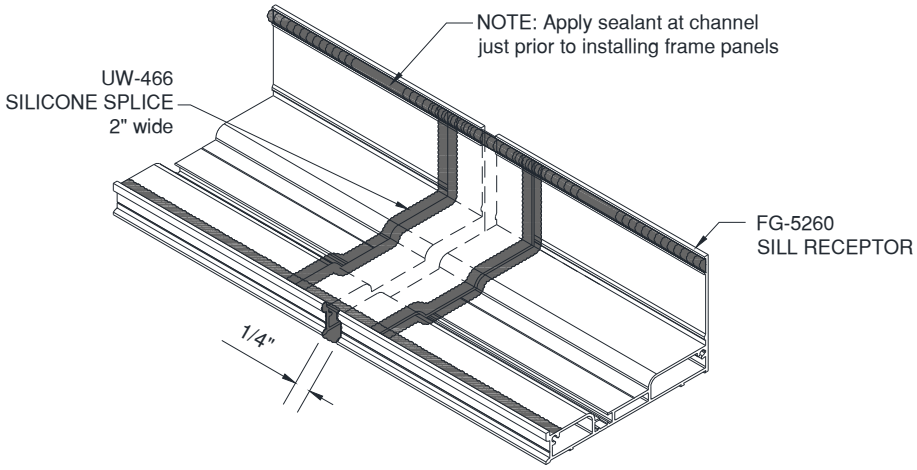
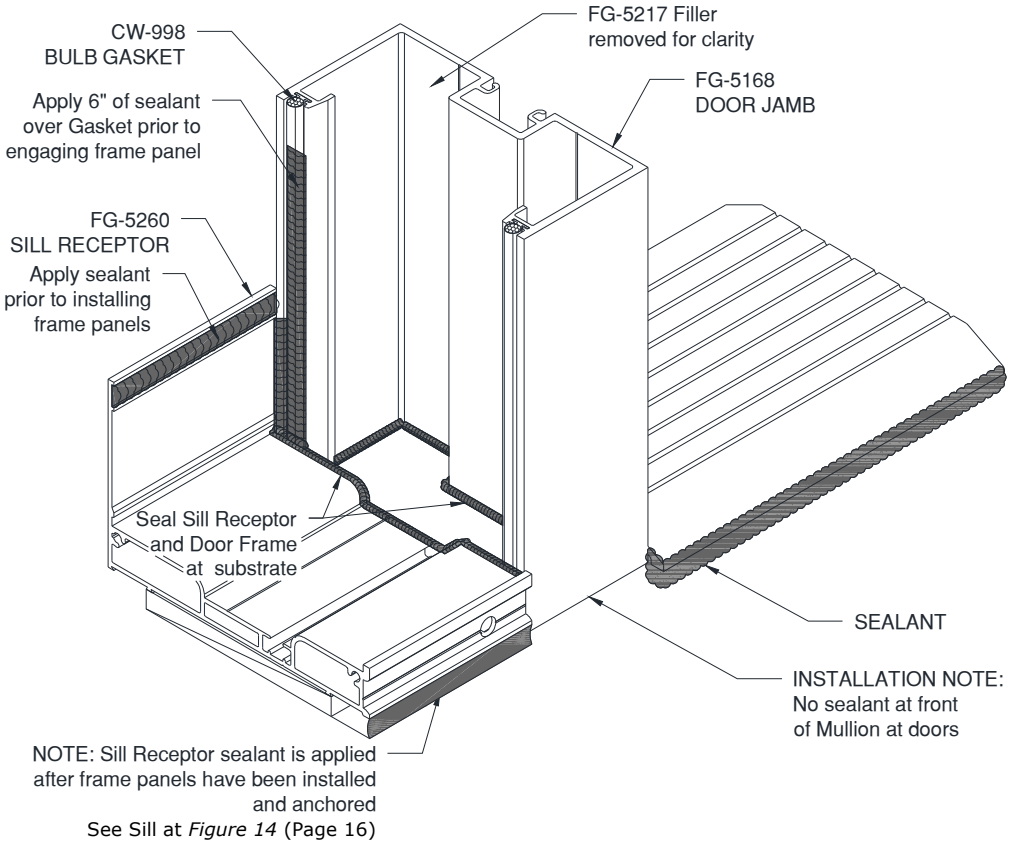

Figure 10: Sill Receptor Splice Installation and Sealant
Figure 11: Door Jamb and Sill Receptor Sealant Application
See *Figure 10* and *Figure 11* for sealant to be applied during installation.
8.2 Wedge shims tightly between End Dams and Jamb substrate at each end prior to installing frame panels. These shims prevent the End Dams from being dislodged while frame panels are being installed. Completely seal End Dams as shown in *Figure 10*.
8.3 Apply Sealant to Silicone Splice Sheet at all Sill Receptor splices, as shown in *Figure 11*.
8.4 Run a continuous bead of sealant along the full length of the Sill Receptor channel, as depicted in *Figures 10* and *11*, just prior to installing frame panels. Do not allow sealant to harden prior to installing frame panels. Remove excess sealant after panels are installed.